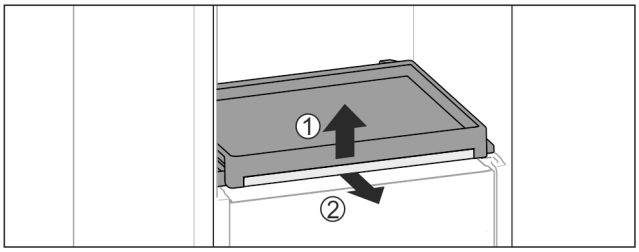

Fig. 31
▶ Выньте выдвижную панель со стеклянной панелью: Слегка приподнимите спереди стеклянную полку *Fig. 31 (1)* и потяните вперед *Fig. 31 (2)*.